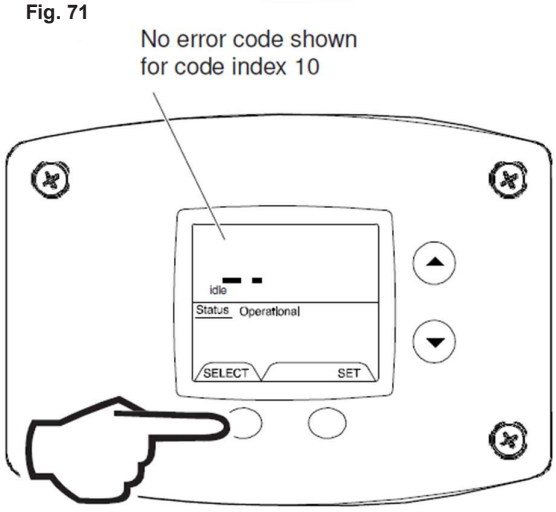

Fig. 72
3. Press the "Select" button to view the error code for 'code 10'. If there is a number displayed, note what the number is. The label next to the water heater display will identify the code number. If no number is displayed with only a '--' in the water heater display, then there has not been an error code for error code index 10 (Fig. 72).